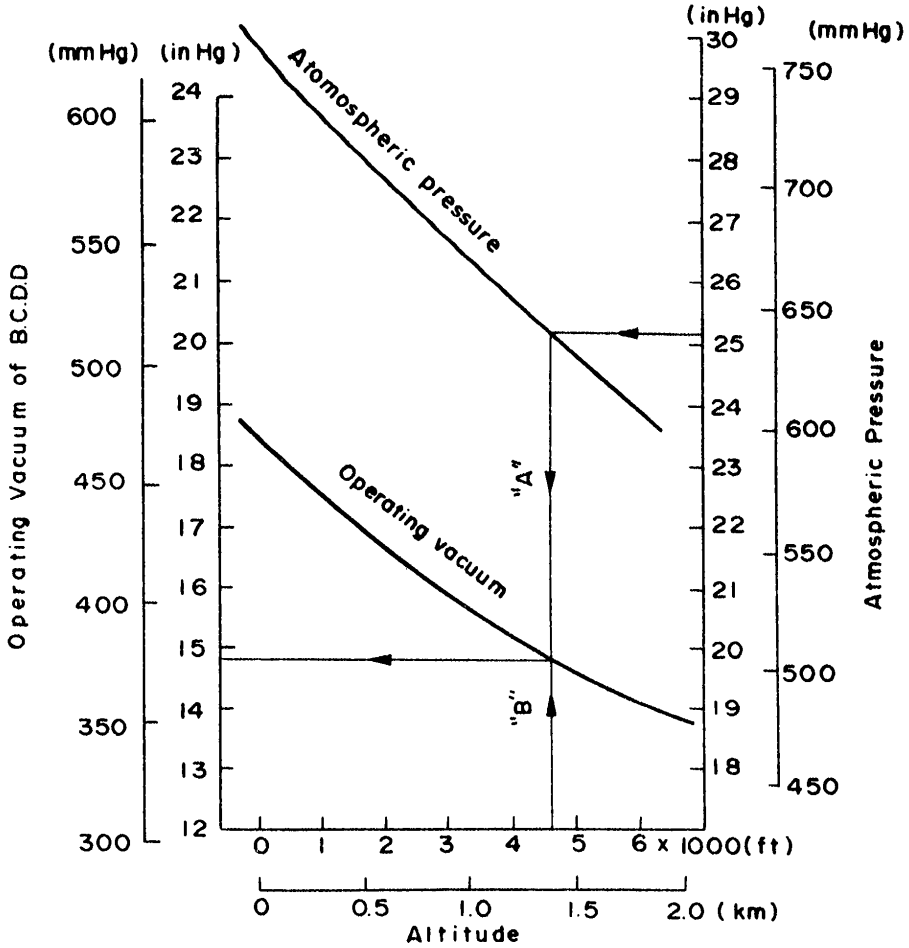

Fig. EC-13 Changes in operating pressure versus changes in atmospheric pressure and altitude
a. When atmospheric pressure is known, operating pressure will be found by tracing the arrow line "A". See Figure EC-13. When altitude is known, operating pressure will be found by tracing the arrow line "B". See Figure EC-13.
b. When checking the set pressure of B.C.D.D., find the specified set pressure in Figure EC-13 from the atmospheric pressure and altitude of the given location.